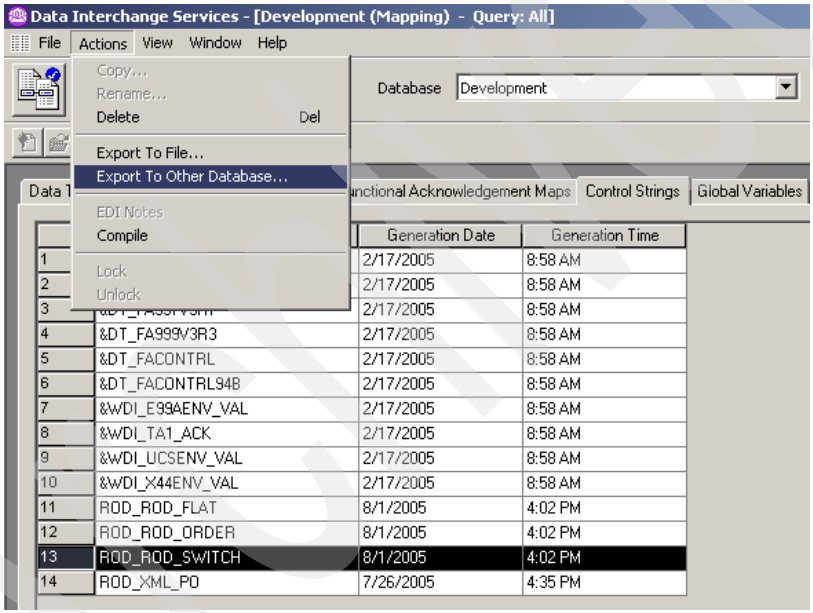

Figure 16-20 Select map to be exported
3. Open the **Control Strings** tab from the Mapping functional area. You should see a row for each of the data transformation maps used in this scenario in the list of control strings. Starting with ROD_ROD_SWITCH, select the control string from the list shown and chose **Actions** → **Export to Other Database. . .** from the Data Interchange Services menu bar (Figure 16-20).